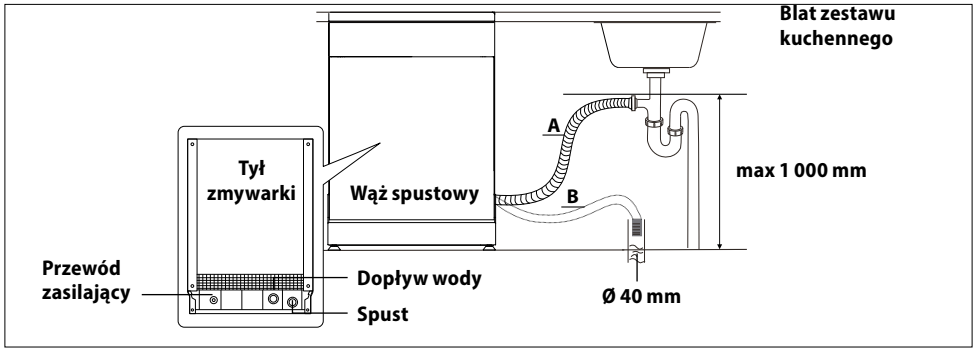

Rys.19
5. Podłącz węża spustowego (odpływowego), jak pokazano na Rys. 19.
Węża spustowego (odpływowego) należy podłączyć do rury odpływowej o minimalnej średnicy 40 mm (Rys. 19). Upewnij się, że wąż spustowy (odpływowy) nie jest w żadnym miejscu zgięty lub zaciśnięty, aby uniknąć pogorszenia lub zatrzymania odpływu wody. Wysokość rury odpływowej może być maksymalnie 1000 mm (Rys. 19) i wąż spustowy (odpływowy) nie może być zanurzony w wodzie.